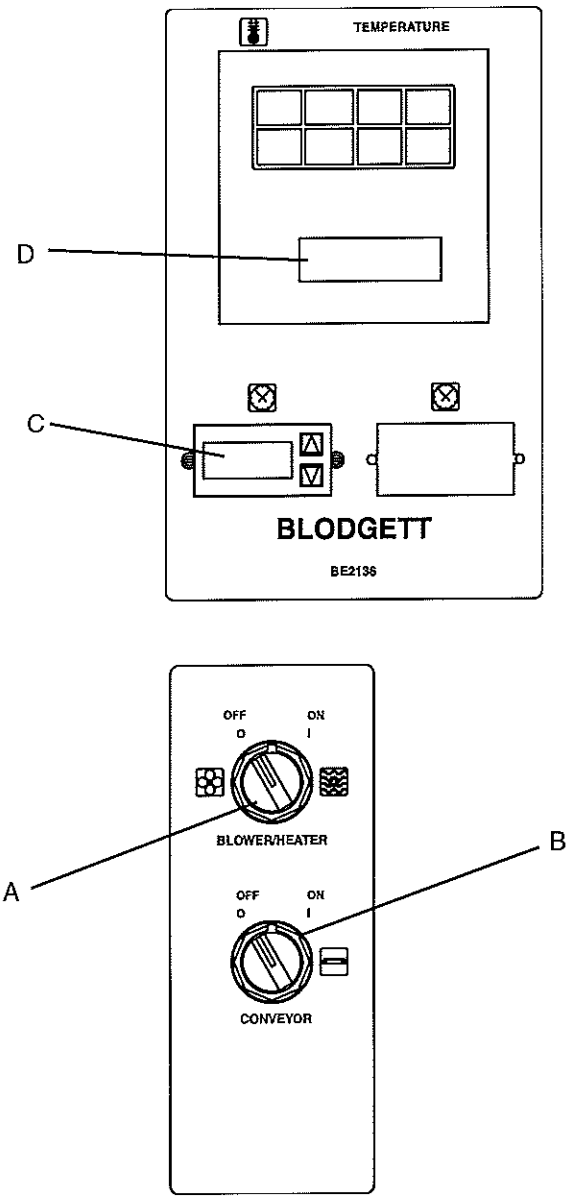

Figure 3-6. Control Panel
1. Turn the BLOWER/HEAT switch (Figure 3-6) to the "ON" or "I" position. This starts the main blower fan and the cooling fan. The blower circulates air through the air fingers and must stay on during the cooking or baking process.
2. Check to see if the cooling fan (see Figure 1-8) is operating when the BLOWER/HEATswitch (see Figure 3-6) is turned "ON" or "I". The cooling fans cool the control components and burner blower motor. The cooling fan, located at the rear of the electrical control cabinet blows air into and through the cabinet. Air is exhausted through the front of the cabinet and also out the front of the oven. Refer to Daily Maintenance Section for fan intake checking procedure.
3. Turn the CONVEYOR switch (Figure 3-6) to the "ON" or "I" position. This starts the conveyor belt moving through the oven. Set the conveyor speed for the desired baking time. Refer to the following Procedures E, F and G.
5. Turn the HEAT switch (Figure 3-6) to the "ON" or "I" position. This completes a circuit to supply electric power to the electric heating system.